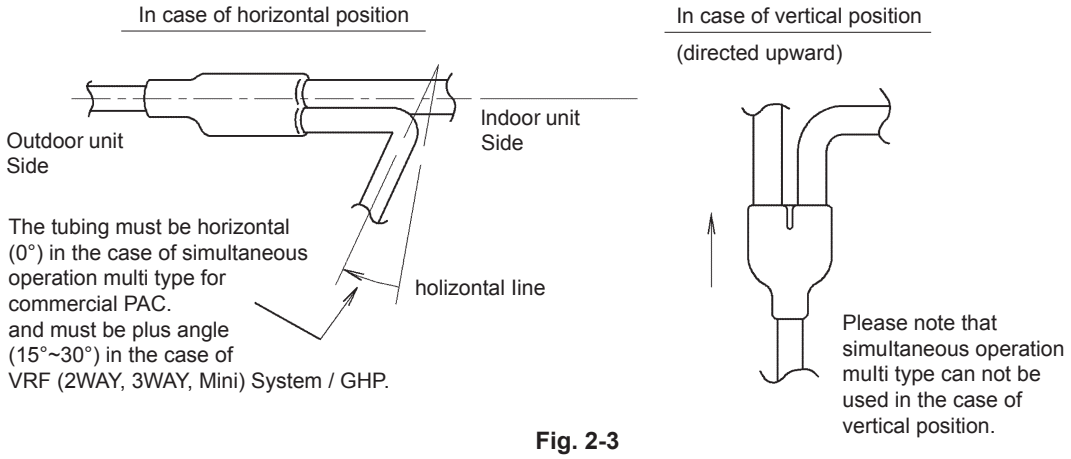

Fig. 2-3
- The distribution joint must be fixed horizontally in the case of simultaneous operation multi type for commercial PAC, and either horizontally or vertically in the case of VRF (2WAY, 3WAY, Mini) System / GHP. (Fig. 2-3)